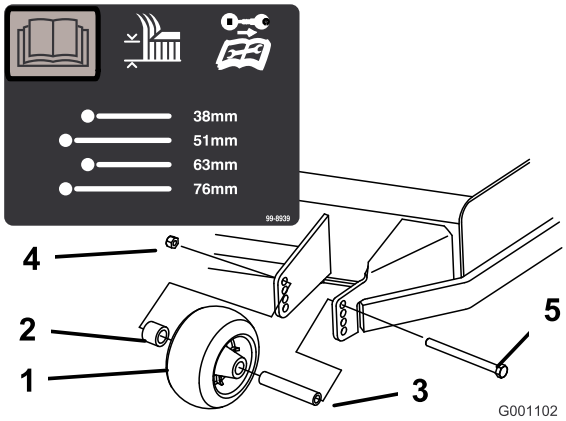
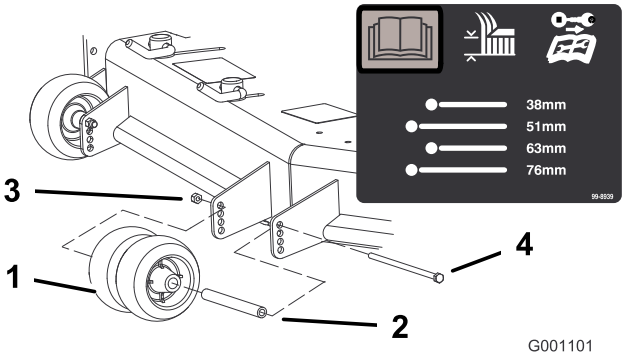
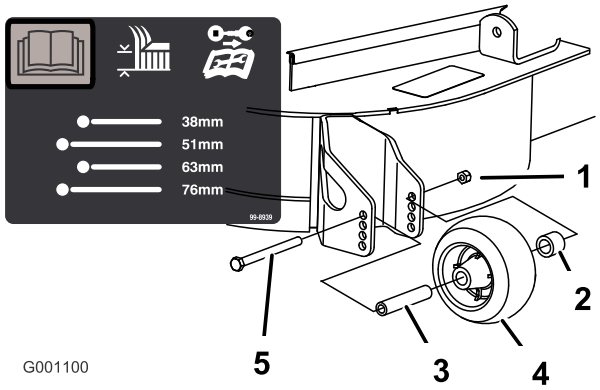

Figuur 20
Figuur 21
Figuur 22
3. Nadat u de maaihoogte hebt ingesteld, moet u de flensmoer, de lagerbus, het afstandsstuk en de bout verwijderen om de rollen in te stellen (Figuur 20, Figuur 21 en Figuur 22).
Opmerking: De twee middelste rollen hebben geen afstandsstuk (Figuur 21).
5. Monteer de flensmoer, de lagerbus, het afstandsstuk en de bout. Vastdraaien met een torsie van 54-61 Nm (Figuur 20, Figuur 21, en Figuur 22).